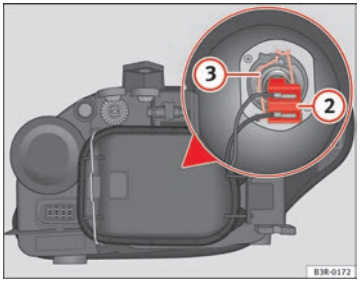

Fig. 195 Dipped beam headlights
- Pull the connector ⇒ fig. 195 (2) from the bulb.
- Unclip the retainer spring ⇒ fig. 195 (3) pressing inwards to the right.